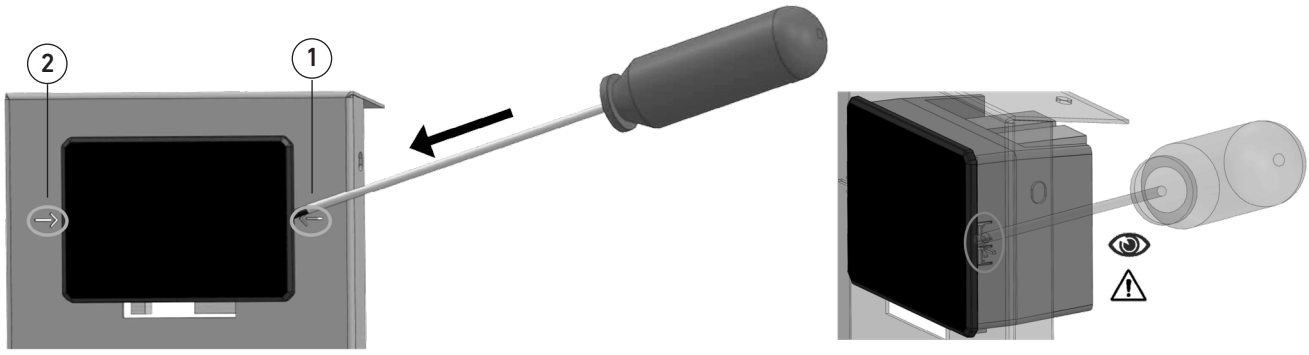

fig. 19
- Inserire la punta di un cacciavite a testa piatta tra la lamiera di supporto e la cornice della centralina nei punti indicati dalle frecce presenti ai lati della centralina (fig. 19 part. 1-2);